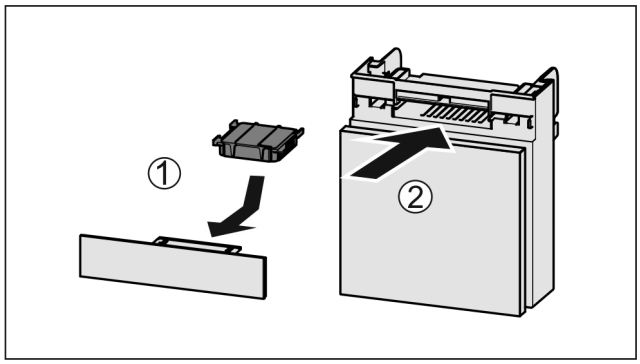

Fig. 243
▶ 按图装入 *Fig. 243 (1)*活性炭过滤器。
▶ 推入 *Fig. 243 (2)*抽屉。